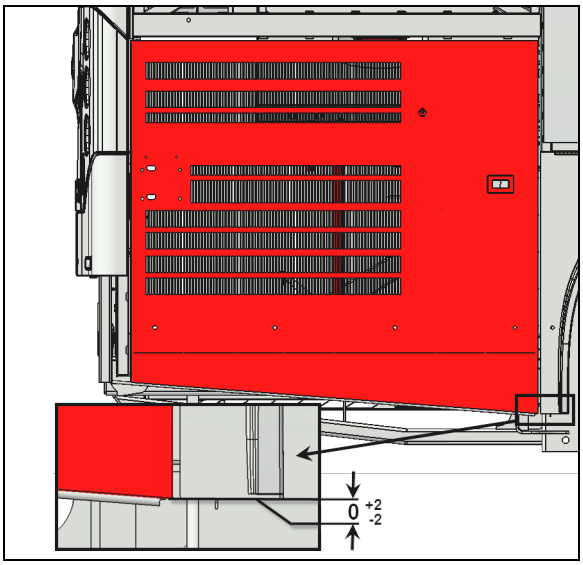
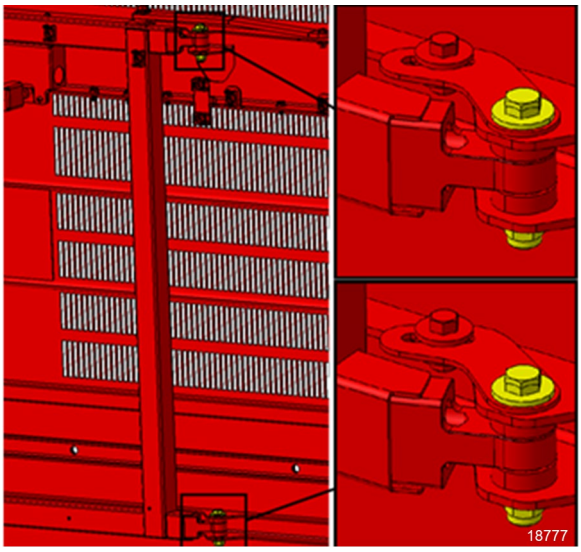

FIGURE 55
**FIGURE 56**
4. If the vertical position is out of tolerance, release the locking plate (Figure 56) and rotate the door using the adjustment provided on the inner side of the door, at the attachment points between the arm and the door (**FIGURE 55**).